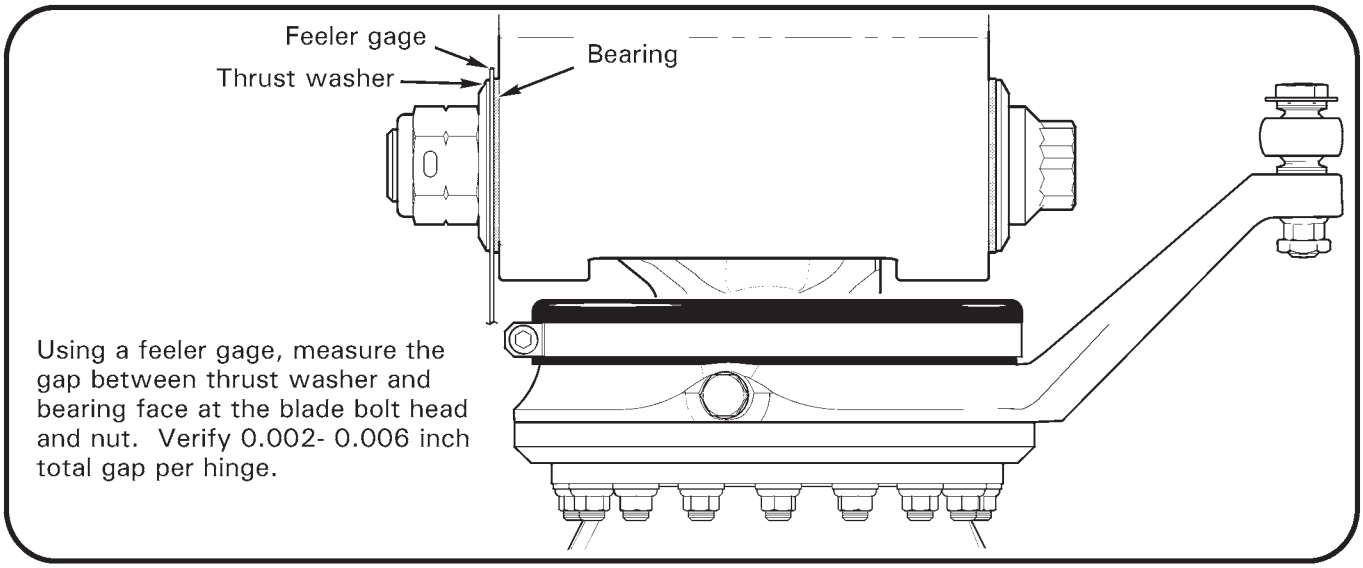

FIGURE 9-3A MEASURING CONING HINGE AXIAL GAP
6. Adjust shim stack combination as required to meet coning hinge axial gap requirement per Figure 9-3A and to maintain teeter friction requirement as follows: It must be possible to manually cone each blade without teetering the hub when blades are held up off the droop stops and lifted at tip.
5. Adjust journal combination as required to meet coning hinge axial gap requirement per Figure 9-3A and to maintain teeter friction requirement as follows: It must be possible to manually cone each blade without teetering the hub when blades are held up off the droop stops and lifted at tip.
a. B370-1 Hub: Adjust coning hinge friction by changing trailing-edge shim stack thickness in small increments; reducing shim stack thickness increases friction, increasing shim stack thickness reduces friction. Coning hinge friction is zero when there is a measurable axial gap per Figure 9-3A. Install shims, thrust washer, and nut.
b. A154-1 Hub: Adjust coning hinge friction by changing trailing-edge journal length in small increments; using a shorter journal increases friction, using a longer journal reduces friction. Coning hinge friction is zero when there is a measurable axial gap per Figure 9-3A. Install journal, thrust washer, and nut.